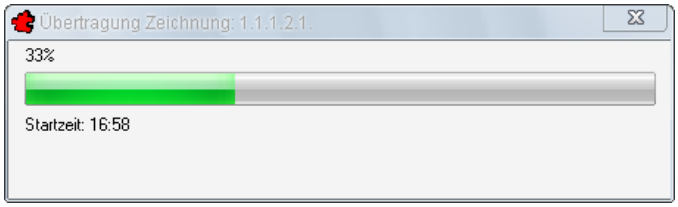

Bild 16.40 – Fortschritt der Archivierung
- Klicken Sie nun auf *OK*, so startet die Archivierung, wobei ein Fortschrittsbalken angezeigt wird. Als Durchschnittswert sind etwa 30 Sekunden pro Automationsschema zu veranschlagen (Abb. 16.40).